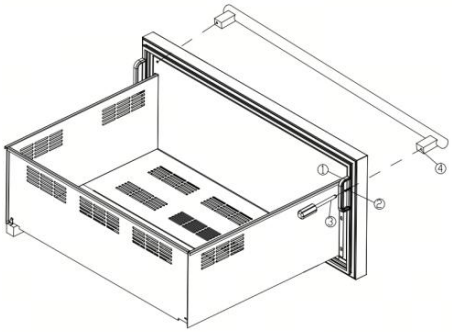

Abbildung 1
1) Ziehen Sie die Türdichtung im Bereich, in dem der Griff angebracht werden soll, ab. Die Dichtung ist wie in Abbildung 1 dargestellt installiert und lässt sich leicht von Hand entfernen; es werden keine Werkzeuge benötigt. notwendig.